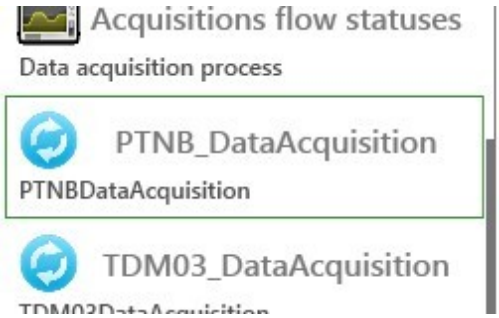

Figure 30 – Diagnostic module icon of monitoring object measurement channels status viewing
- sequentially go through all data acquisition module instances of every monitored object (Ref. Fig. 30) and check measurement channels status.